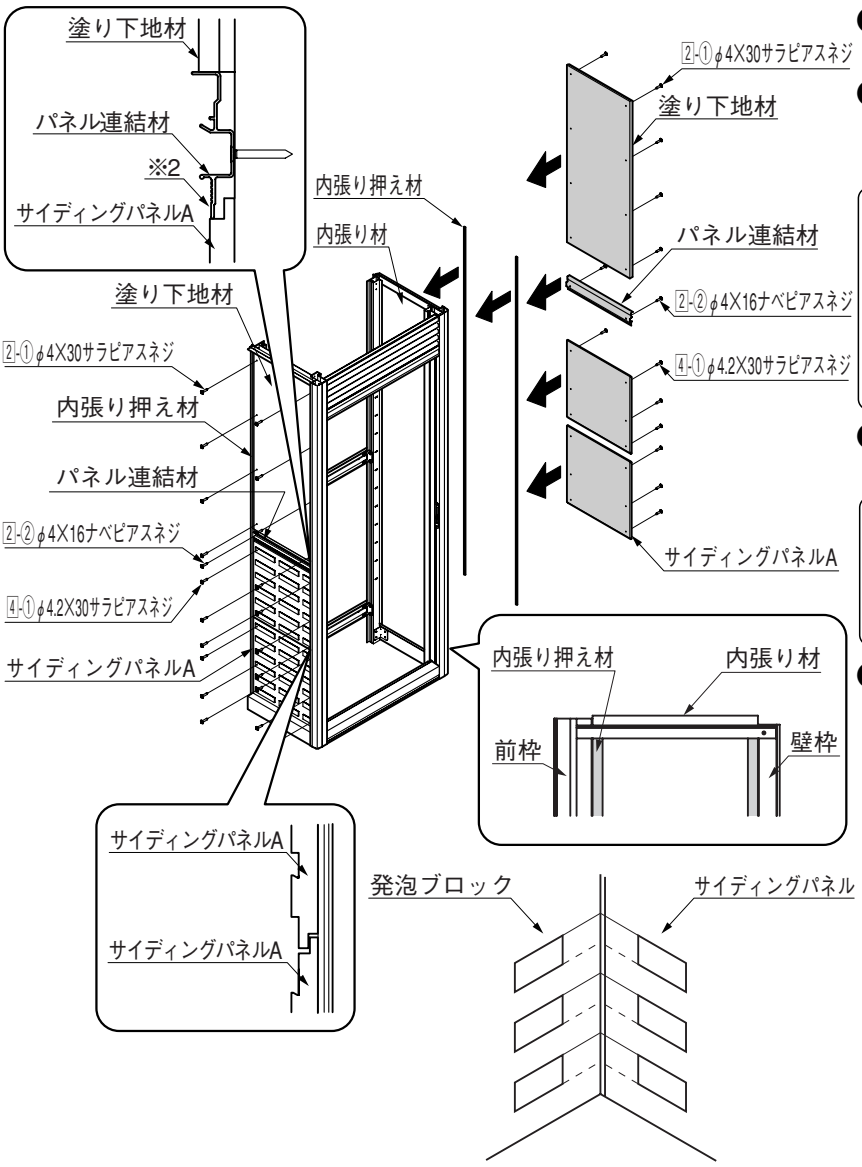

図5-1
- 壁柱のタイルと目地を合わせるには、各発泡ブロックのタイル取付け溝と、サイディングパネルAのタイル取付け溝が合う位置に調整してください。（図5-1参照）
❸パネル連結材を2-②で固定してください。